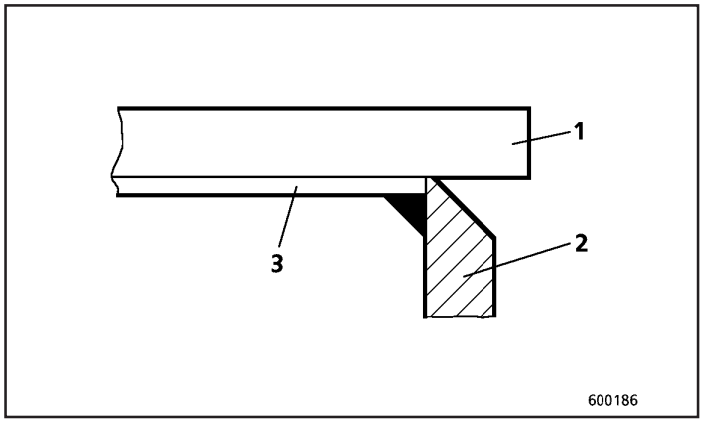

Fig.75
5. Solde as placas de apoio (3, Fig. 75) com um filete fixando-as às chapas laterais (2).